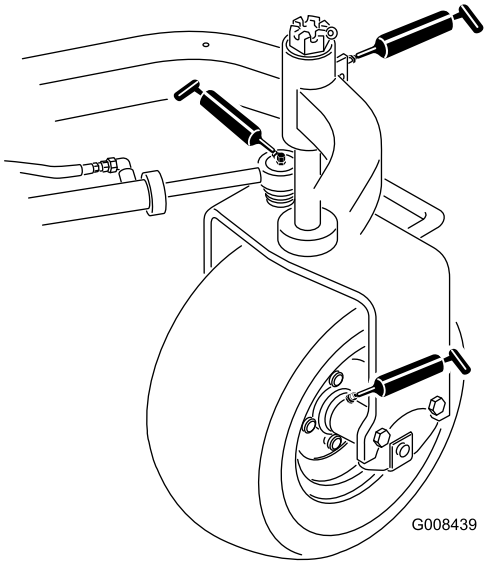

Figur 33
- Bageste hjulnav (1) (Figur 33)
- Styrehjulets leje (1) (Figur 33)
- Styretøjscylinderen (2) (Figur 33)